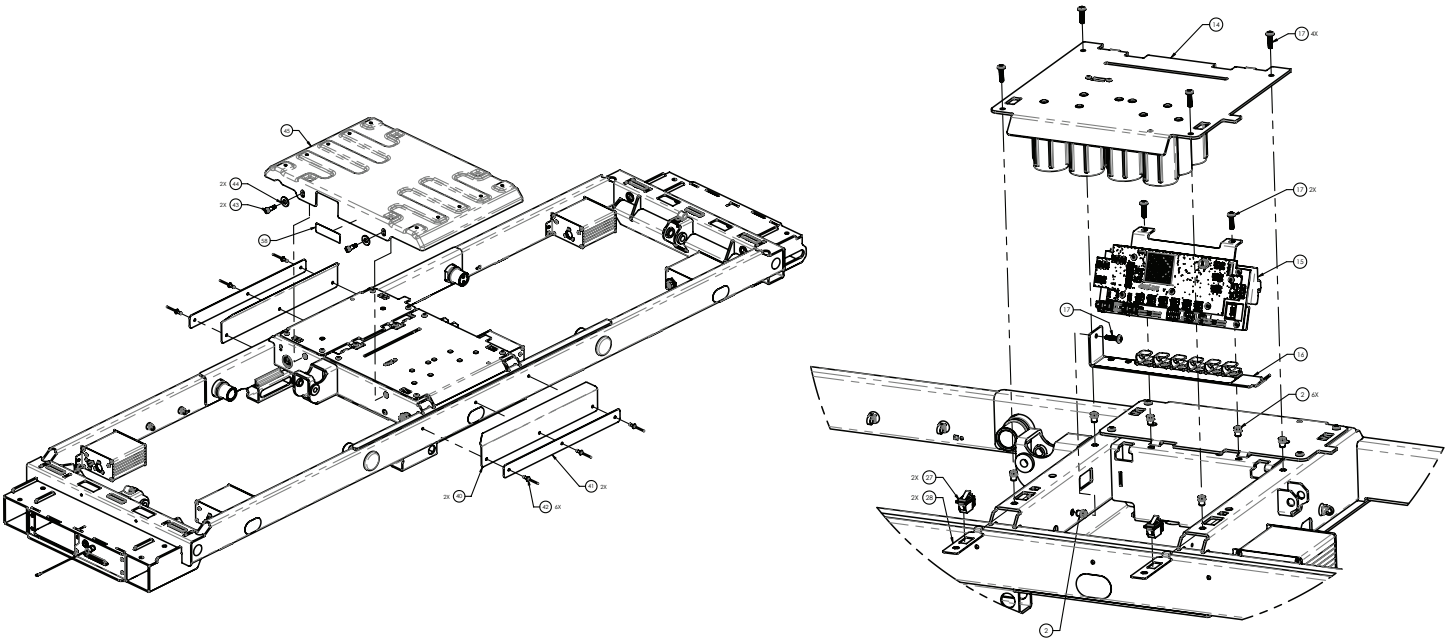

Figure 8 – Remplacement des batteries
6. À l'aide d'un tournevis hexagonal de 5/32 po, retirer et conserver les deux vis (43) et rondelles plates (44) qui fixent le bac d'interruption du mouvement (45) au châssis du plan de couchage. Retirer et conserver le bac d'interruption du mouvement (45) (Figure 8).
7. À l'aide d'un tournevis cruciforme n° 2, retirer et conserver les deux vis (17) du support de montage de la batterie le plus proche du centre du lit (Figure 8).
8. À l'aide d'un tournevis cruciforme n° 2, tout en soutenant le support de montage de la batterie d'une main, retirer et conserver les deux vis (17) du support de montage de la batterie le plus près de l'extérieur du lit (Figure 8).
13. Soulever pour retirer l'ensemble de plaque de montage de la batterie (14) du châssis du plan de couchage et le jeter.